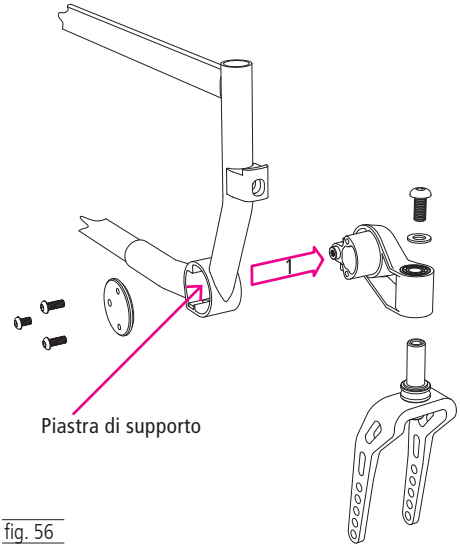

fig. 56
3. Ora è possibile rimuovere la copertura e sfilare il braccio verso l'esterno (1, fig. 56). Fare attenzione a non perdere la piastra di supporto.